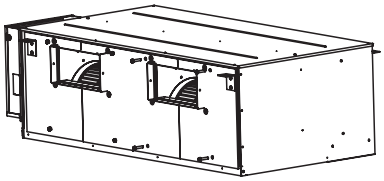

Рисунок 10.3
4) Выверните 4 винта M8 из передней панели кондиционера. (Рисунок 10.3)